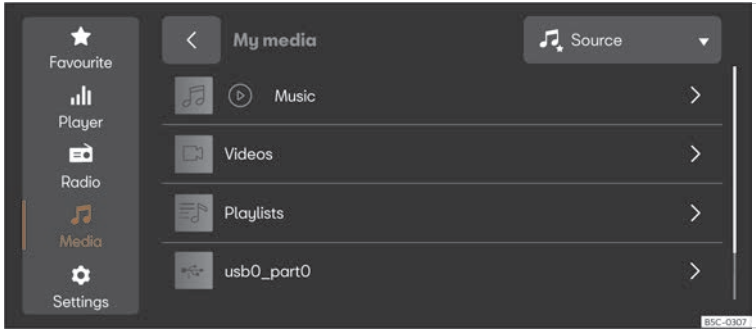

Fig. 182 Schematic representation: Media view
- Press **MENU** > ⊙ > ♫ >>> **Fig. 182**.